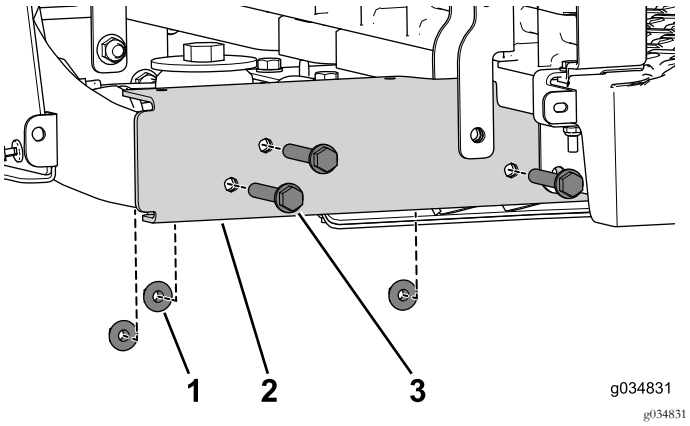

Figura 65
5. Retire os três parafusos flangeados (3/8" x 2½") e as porcas (Figura 65). Faça isto em ambos os lados da máquina.